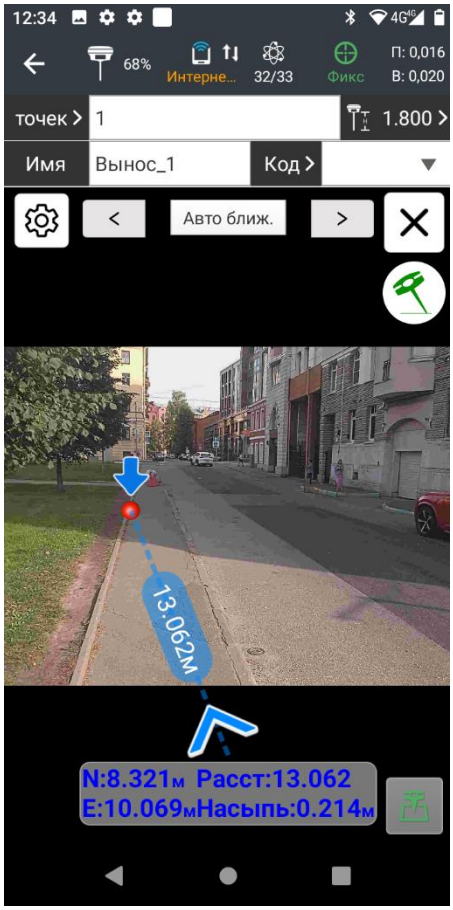

Рис. 2.87
3. Запустится режим **дополненной реальности (AR)** (Рис.2.87), с помощью которого можно осуществлять разбивочные работы.
Активируется **фронтальная камера** приемника. Здесь вы будете видеть изображение с камеры и навигацию до цели на экране контроллера (Рис.2.87).